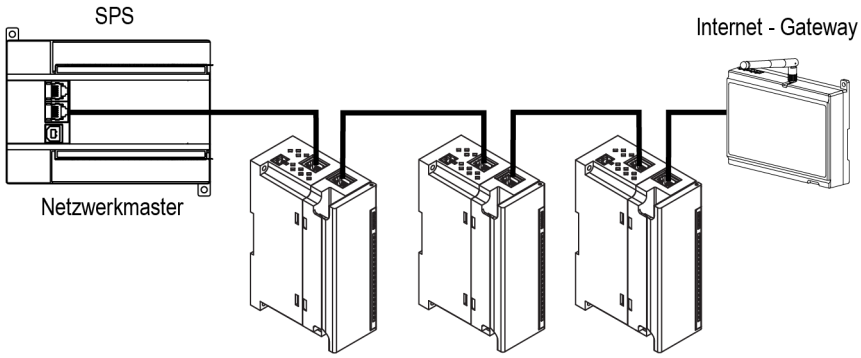

Abb. 4.12 Daisy-chain-Verbindung
– Daisy-chain (*Abbildung 4.12*).